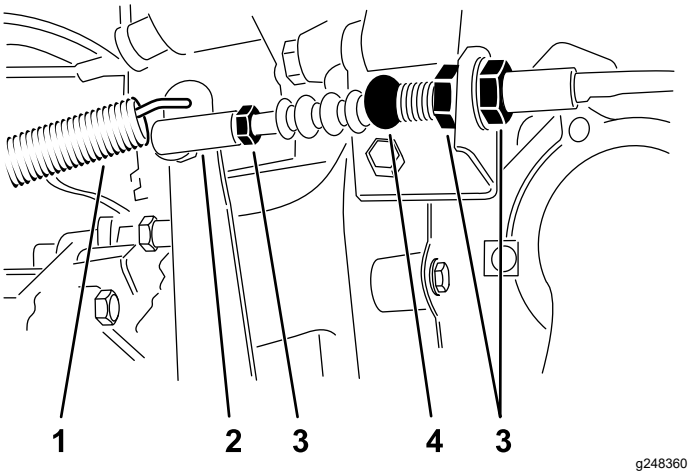

Figura 63
1. Afloje las contratuercas que fijan el cable del embrague al soporte de la carcasa (Figura 63).